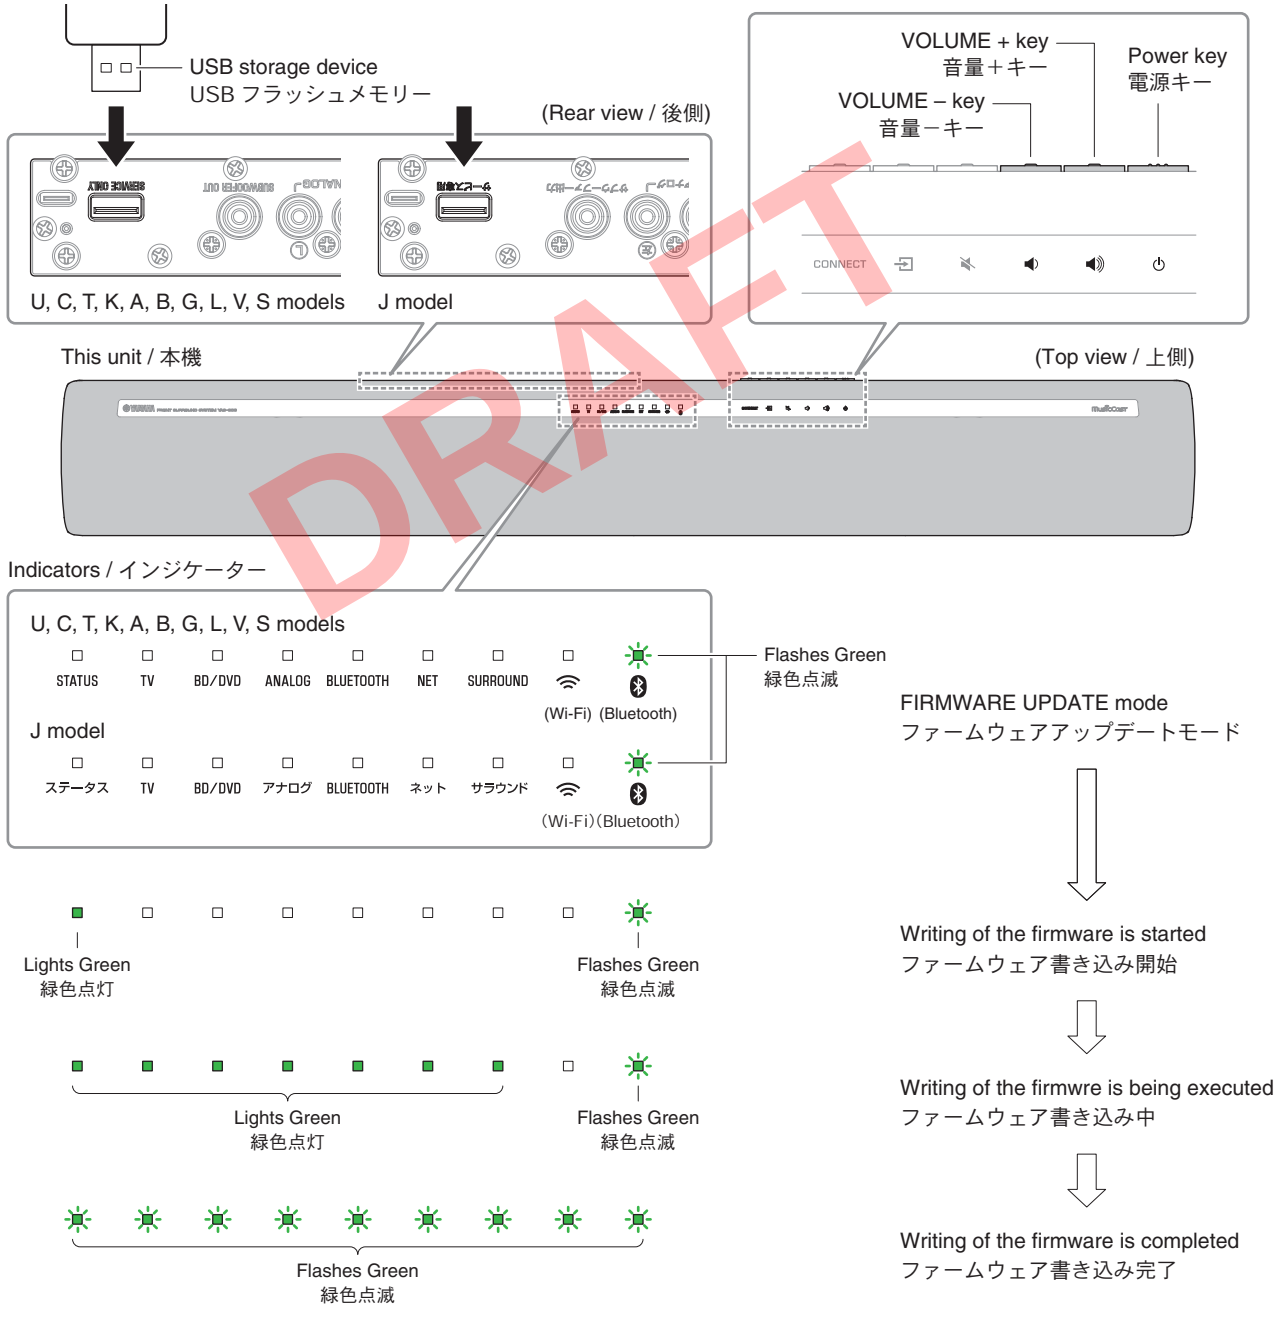

Fig. 1
1. Insert the USB storage device to the SERVICE ONLY jack. (Fig. 1)
2. While pressing the "🔉" (VOLUME –) and "🔊" (VOLUME +) keys, connect the power cable to the AC outlet. (Fig. 1)
1. サービス専用端子に USB フラッシュメモリーを差し込みます。(Fig. 1)
2. "🔉" (音量－) と "🔊" (音量＋) キーを押しながら、電源コードを AC コンセントに接続します。(Fig. 1)
3. When writing of the firmware is completed, all indicators flash. (Fig. 1)
4. Press the "⏻" (power) key to turn off the power. (Fig. 1)
5. Remove the USB storage device from the SERVICE ONLY jack. (Fig. 1)
3. ファームウェアの書き込みが完了すると、全てのインジケーターが点滅します。（Fig. 1）
4. "⏻"（電源）キーを押して電源を切ります。（Fig. 1）
5. サービス専用端子から USB フラッシュメモリーを抜きます。（Fig. 1）